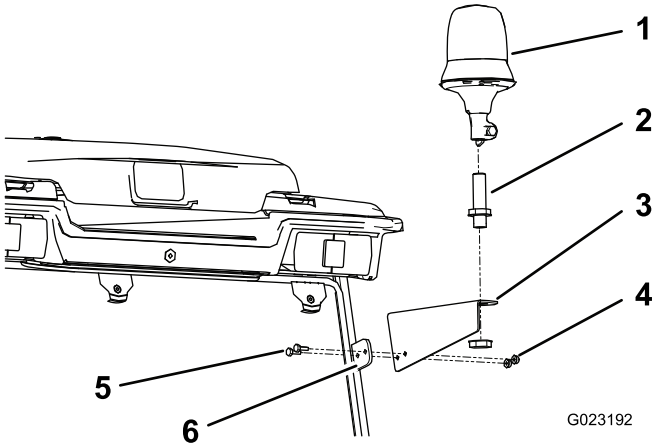

Figure 24
1. Secure the beacon-light bracket to the tab on the right-rear corner of the cab frame with 2 screws and 2 nuts (Figure 24).
2. Mount the beacon socket to the beacon-light bracket with the jam nut included (Figure 24).
3. Plug the beacon onto the socket and tighten the wing nut (Figure 24).